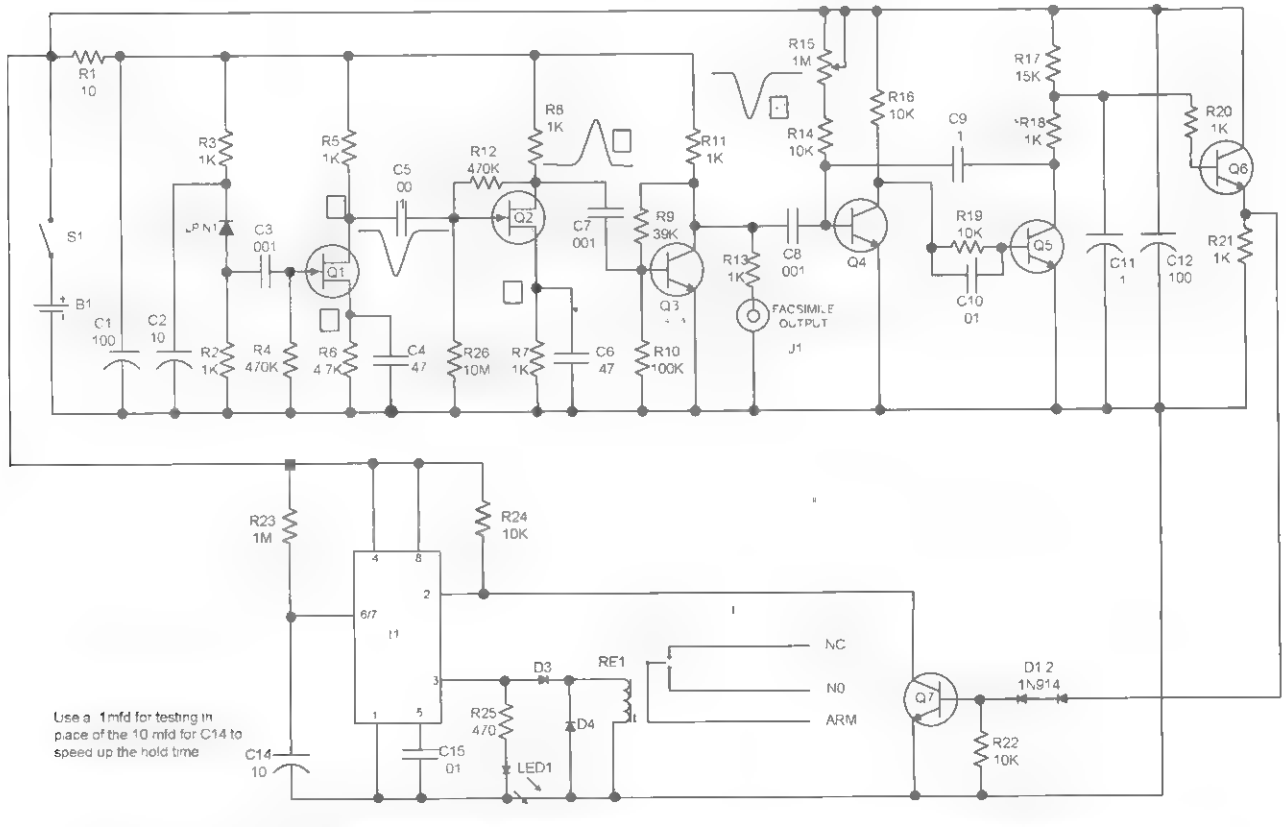

Figure 2-2 *Circuit schematic*
The circuit in Figure 2-2 utilizes a pin photodiode (LPIN) reverse biased by resistor R3. The reverse-biased photodiode produces a voltage across bias resistor R2. The response of the PIN photo detector is determined by the resistance of R2 and is relatively low due to the nanosecond rise time of the laser pulses detected. Capacitor C3 couples the positive-going detected laser pulses to the gate of a preamplifying *field effect transistor* (FET) Q1 where the negative-going pulse is amplified and fed into a second FET (Q2) for further amplification. NPN transistor Q3 again amplifies the positive-going pulse for Q2 to a negative pulse. This amplified signal is a reasonably good facsimile of the actual laser pulse and can be monitored or further processed via phono jack J1.
3. Measure the DC voltage levels, as indicated in Figure 2-2, noted in the squares. These values should be within 10 to 15 percent of those indicated.